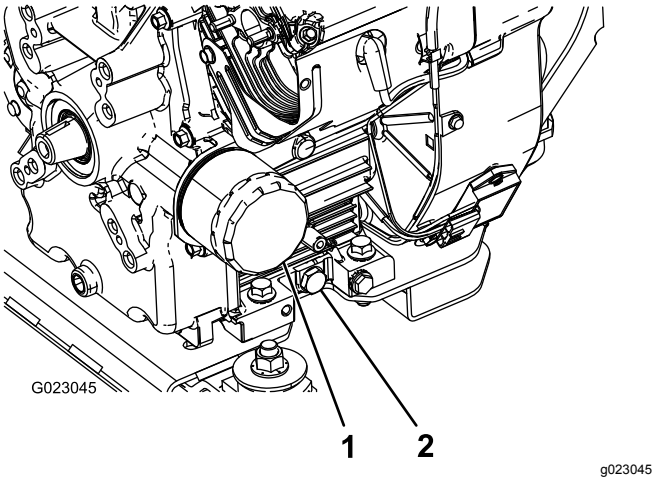

**Rysunek 41**
5. Wykręć korek spustowy (Rysunek 41).
2. Wyjmij filtr oleju (Rysunek 41).
5. Zainstaluj nowy filtr oleju w adapterze. Obracaj filtr oleju w kierunku zgodnym z ruchem wskazówek zegara, aż gumowa uszczelka zetknie się z adapterem, a następnie obróć filtr o dodatkowe pół obrotu (Rysunek 41).